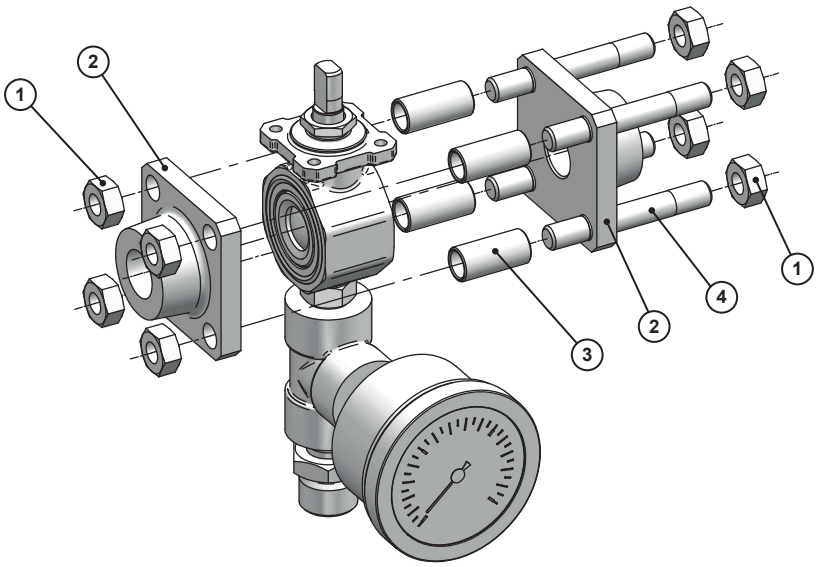

Abb. 21: Kugelhahn öffnen
1. Drehen Sie die Schaltwelle so herum, wie in Abb. 21 dargestellt.